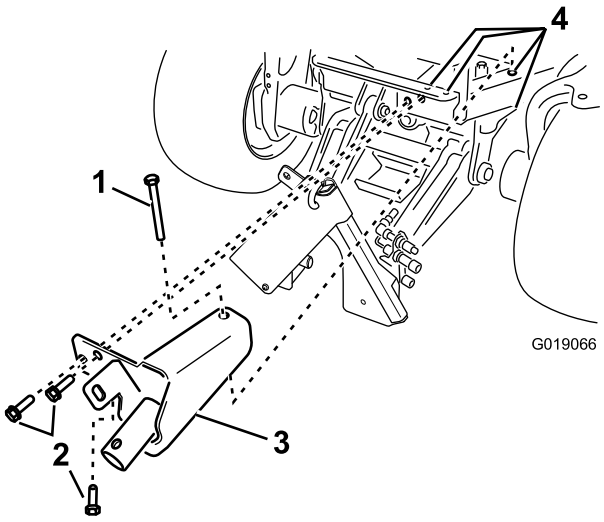

Figura 3
4. Instale o suporte do macaco na estrutura da máquina com 3 parafusos flangeados de cabeça hexagonal (1/2 x 1-1/2 pol.), um parafusos de cabeça hexagonal (1/2 x 4-1/2 pol.) e 4 porcas de bloqueio (Figura 3).